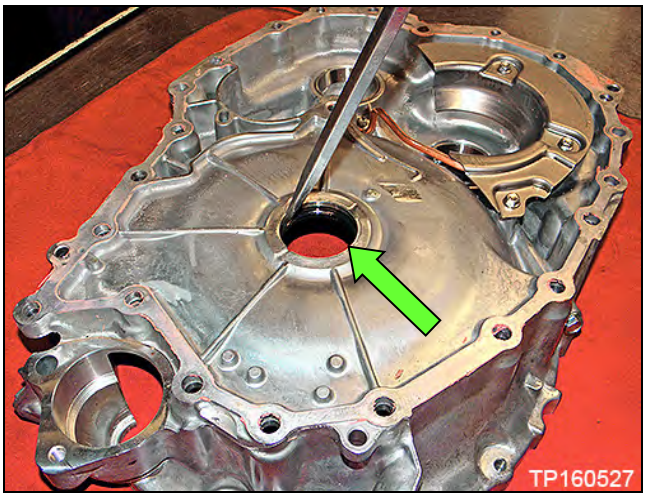

Figure 9B
b. Torque converter seal (Figure 9B).